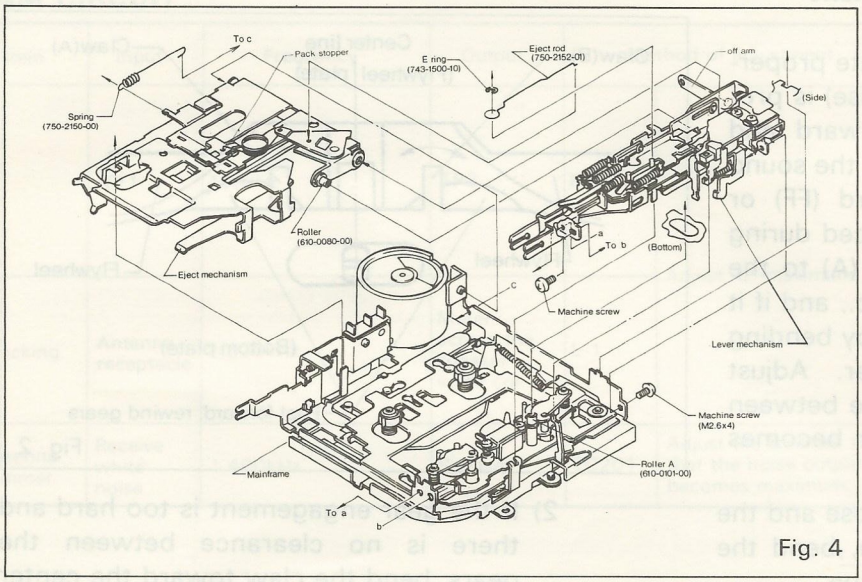

Fig. 4
1. Eject, Lever Mechanism (See Fig. 4)
∗ Refer to Fig. 4 for the mounting position of the motor.